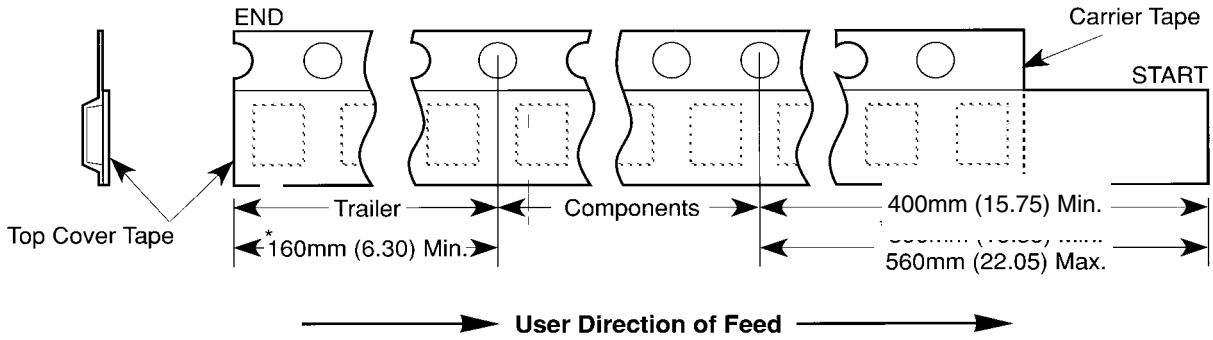

Figure 2: Tape Leader & Trailer Dimensions (Metric Dimensions Will Govern)
3. Tape with components shall pass around radius "R" without damage (see sketch A). The minimum trailer length (Fig. 2) may require additional length to provide R min. for 12 mm embossed tape for reels with hub diameters approaching N min. (Table 2)